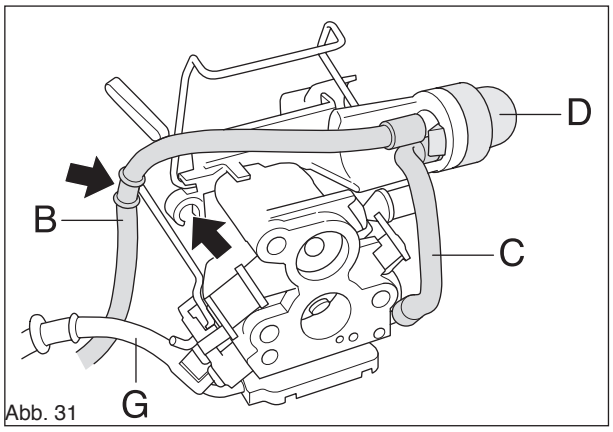

Abb. 31
4. Rücklaufschlauch (B) und Saugleitung (C) entfernen. Kraftstoffpumpe (D) lösen. Kraftstoffschlauch (G) nicht entfernen. Siehe Abb. 31.)
4. Das Kraftstoffsieb (U) muss intakt und sauber sein. (Siehe Abb. 31.)